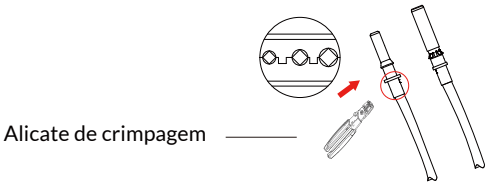

Figura 5.4 Prenda o pino de contato no fio
b) Crimpagem dos terminais metálicos com alicate de crimpagem conforme figura 5.4.